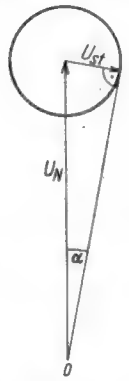

Bild 3. Bestimmung von $\frac{U_N}{U_{st}}$ für kleine Phasenwinkel
2. Deshalb rechnen wir für den praktischen Fall mit f = 3 kHz, dann beträgt der Nutzphasenhub $= \frac{\Delta F}{f} \cdot \frac{180}{\pi} (^0) = \frac{15}{3} \cdot \frac{180}{\pi}$ $= 287^0$, daraus folgt, daß der Störphasenhub $< 3^0$ sein muß, wenn im Nf-Teil das Störverhältnis 1 : 100 erreicht werden soll. Nach Bild 3 ergibt sich, daß dann Nutzsignal U_N zu Störsignal U_{st} im Verhältnis 20 : 1 stehen müssen.
Den Nutzträger nehmen wir zur Vereinfachung als unmoduliert an. Damit haben wir die Analogie zu dem bereits behandelten Fall eines diskreten Störtones. Die dort durchgeführte Betrachtung gilt für jede Frequenz des Rauschspektrums. Jede dieser Frequenzen erzeugt also (siehe Bild 1) einen kleinen Phasenhub. Ist $U_{st} < U_N$, dann ist der entstehende Phasenwinkel klein und es kann folgende Vereinfachung getroffen werden (s. Bild 3)